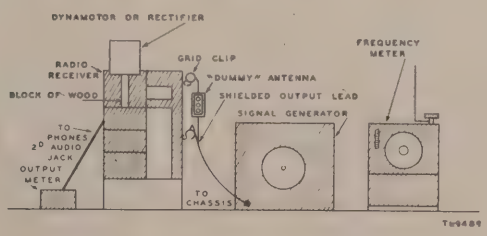

Fig. 5.—Set up test equipment, for aligning, using output meter. Frequency Meter Set SCR-211-(*) is used to check accuracy of calibration of signal generator.
1. Clip the 300-ohm dummy antenna from the signal generator (see fig. 5) to the grid cap of the 1st detector tube without removing the grid clip already there.